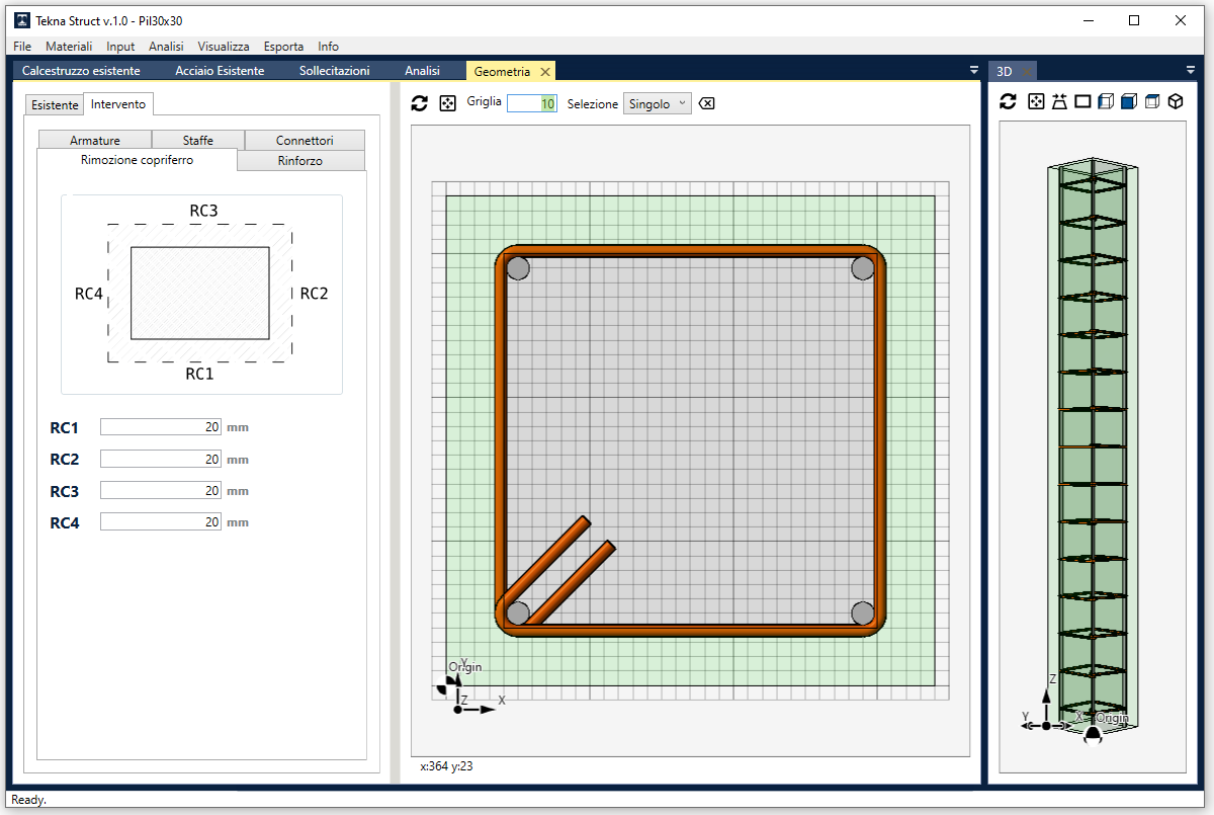

Fig. 24 – Menu Rimozione copriferro
- la rimozione di parte del copriferro esistente prima dell'applicazione della camicia di rinforzo. È possibile specificarne il relativo valore in mm per ciascun lato (Fig. 24);